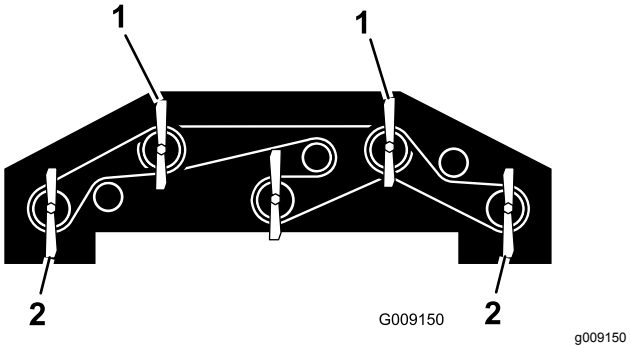

Figur 126
1. Vrid varje kniv så att den är riktad rakt framåt (Figur 126).